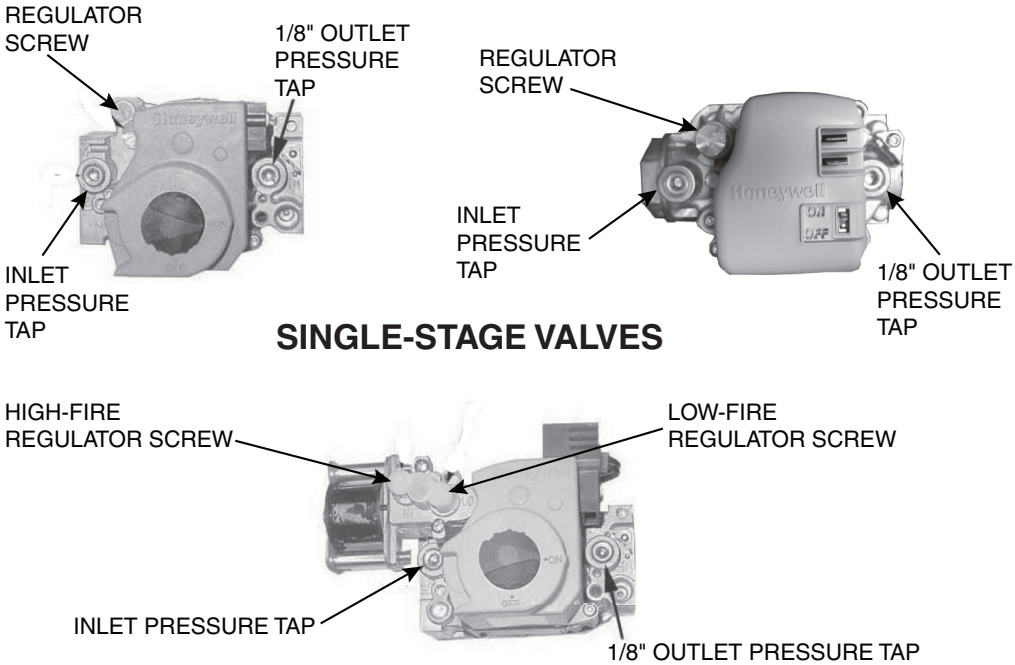

Figure 14. Combination Gas Valves
2. Connect manometer to 1/8-inch output pressure tap on valve (see **Figure 14**).
5. If manometer reading does not indicate that valve outlet pressure is in accordance with **Table 16**, remove cap from regulator screw(s) (see **Figure 14**) and adjust pressure by turning regulator screw IN (clockwise) to increase pressure or OUT (counterclockwise) to decrease pressure.
4. Connect manometer to 1/8-inch output pressure tap on valve (see **Figure 14**).
b. Remove cap from regulator screw (see **Figure 14**) and adjust pressure in accordance with **Table 16** by turning regulator screw IN (clockwise) to increase pressure or OUT (counterclockwise) to decrease pressure.
b. Remove cap from low-fire regulator screw (see **Figure 14**) and adjust pressure in accordance with **Table 16** by turning regulator screw IN (clockwise) to increase pressure or OUT (counterclockwise) to decrease pressure.
10. Connect manometer to inlet pressure tap (see **Figure 14**). While heater is operating, measure inlet pressure, which should be between 5 and 13.5 IN WC for natural gas or between 11 and 13.5 IN WC for propane.